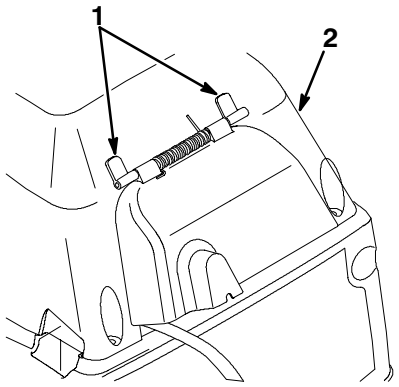

Abbildung 12
3. Die Montagezungen in die jeweiligen Löcher in der Abdeckung einschnappen lassen (Abb. 12).